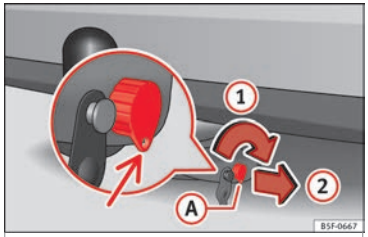

Fig. 227 Locking the lock.
- Turn key (A) in the direction of arrow (1) until the part of the key with the holes reaches the bottom position ››› **Fig. 227**.